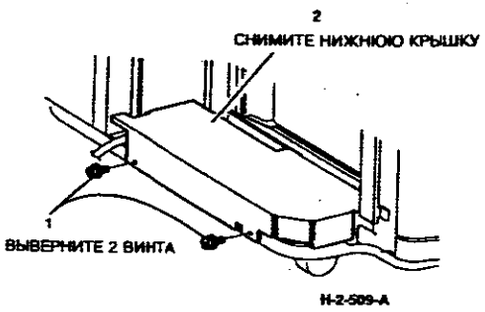

**Рисунок 1. Снятие нижней крышки**
4. (Рисунок 1) Снимите нижнюю крышку.